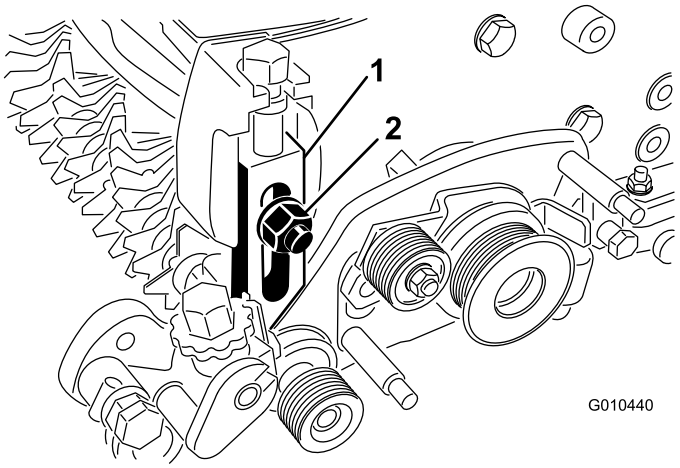

Figur 32
5. Ta bort vagnsbulten, muttern och brickan som fäster klipphöjdsarmen vid sidoplåten (Figur 32).